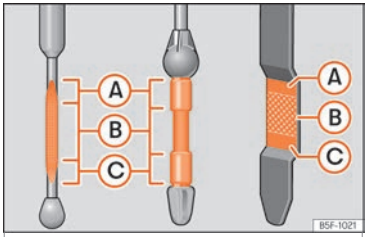

Fig. 224 Jauge d'huile moteur
– Puis retirez-la à nouveau et vérifiez le niveau d'huile ››› **fig. 224**. Faites l'appoint d'huile moteur si nécessaire.
- Dès que le niveau d'huile atteint la zone ››› fig. 224 Ⓑ, revissez soigneusement le bouchon de l'orifice de remplissage ››› ❗.
Ne démarrez pas le moteur si le niveau d'huile se trouve au-dessus de la zone ››› fig. 224 Ⓐ. Risque d'endommagement du moteur et du catalyseur ! Prenez contact avec un atelier spécialisé.
Le niveau d'huile ne doit en aucun cas dépasser la zone ››› fig. 224 Ⓐ. Sinon, de l'huile risque d'être aspirée par l'aération du carter-moteur et d'être rejetée dans l'atmosphère à travers le système d'échappement.